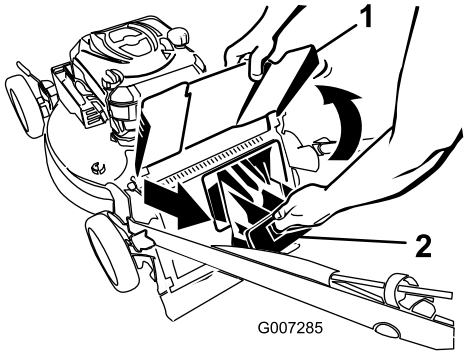

Bild 20
2. Heben Sie das hintere Auswurfablenkblech an und halten Sie es hoch (Bild 20).
3. Ziehen Sie die Heckauswurfklappe heraus (Bild 20).